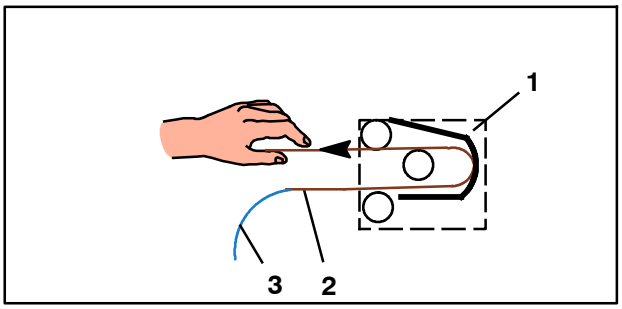

Fig. 55 Unité danseur côté enrouleur, représentation schématique
12. Coller le début de la bande (Fig. 55/3) à la barrette en plastique (Fig. 55/2) avec du ruban adhésif
13. Retirer avec précaution la barrette en plastique (Fig. 55/2) jusqu'à ce que la bande passe dans l'unité danseur (Fig. 55/1) et en sorte